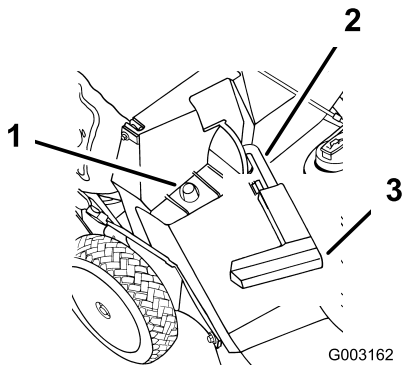

Рисунок 22
2. Убедитесь в том, что рукоятка дверцы выброса выдвинута до упора вперед и что штифт вошел в захват (Рисунок 22).
3. Наденьте отверстие в проволочном каркасе мешка на фиксирующий стержень в туннеле выброса (Рисунок 22).
2. Поднимите рукоятку дверцы выброса и переместите ее вперед, чтобы штифт вошел в захват (Рисунок 22).